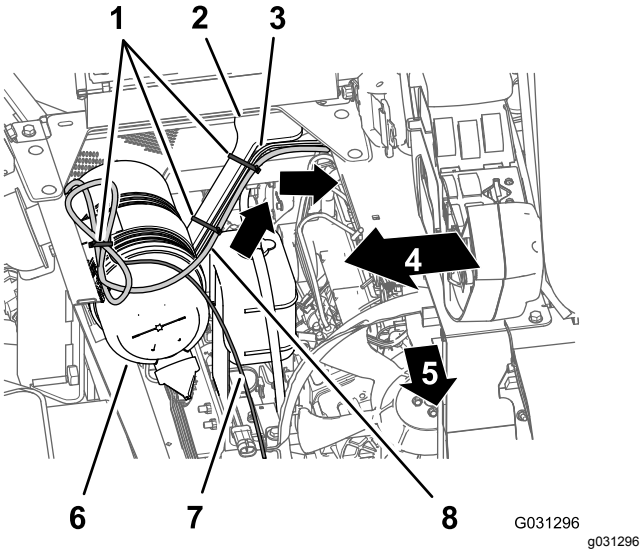

**Figur 162**
1. Før 220 cm afgreningen af det elektriske ledningsnet til navigationssystemet på tværs af sædekassens vinkel og ned langs venstre støtte til motorskjoldet (Figur 162).
2. Fastgør ledningsnettet på motorskjoldets støtte med kabelbånd (Figur 162).